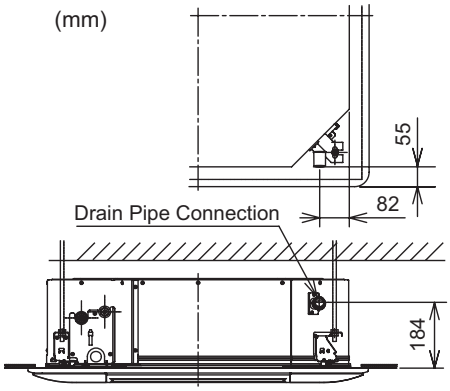

Fig. 6.1 Position of Drain Pipe Connection
(1) The position of the drain pipe connection is shown in Fig. 6.1.